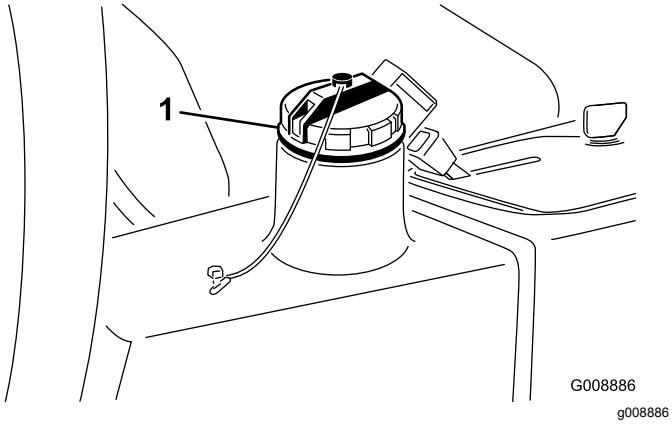

Rysunek 82
4. Napełnij zbiornik (Rysunek 82) ok. 22,7 litra świeżego oleju hydraulicznego; patrz Specyfikacja oleju hydraulicznego (Strona 56).